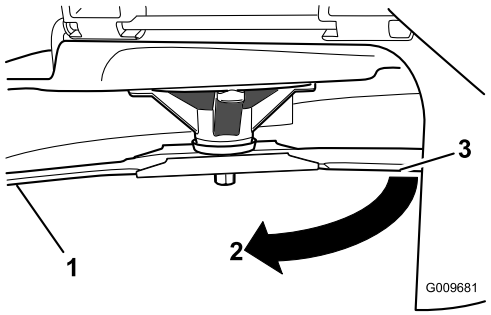

Figur 51
3. Uppmätt avstånd mellan kniv och yta (A)
4. Rotera samma kniv 180 grader så att den motsatta knivseggen nu är i samma läge (Figur 51).